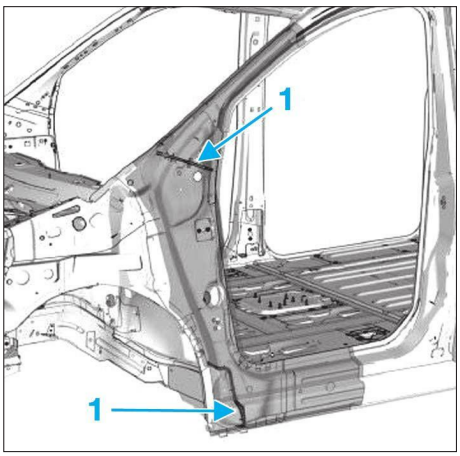

FIG. 46
• Poser les inserts gonflants (1) **(Fig.46)**.